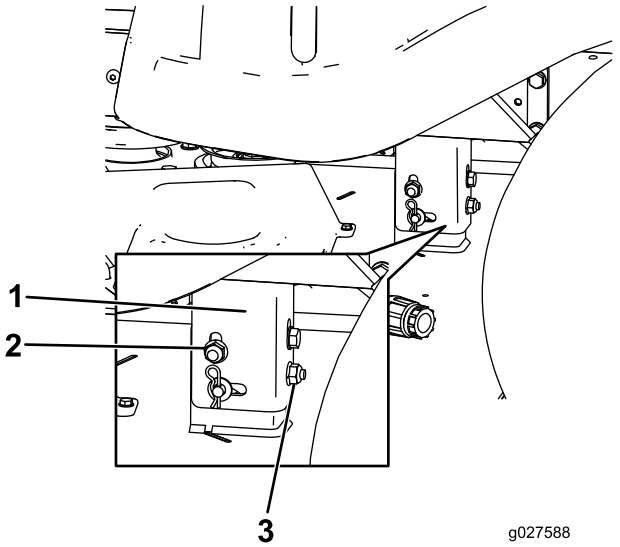

Figur 62
8. Hev eller senk den venstre siden av klippeenheten ved å rotere den bakre mutteren (Figur 62).